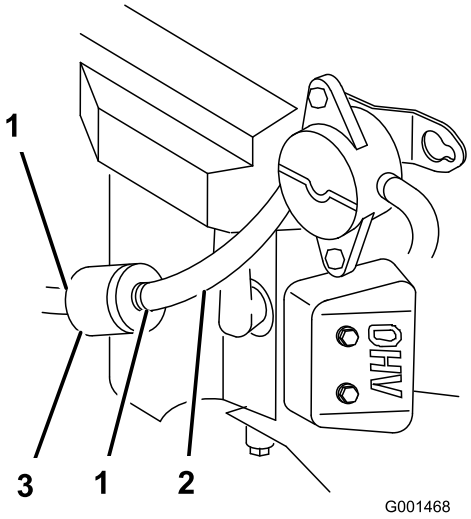

Figura 36
4. Apriete los extremos de las abrazaderas y deslícelas por el tubo alejándolas del filtro (Figura 36).